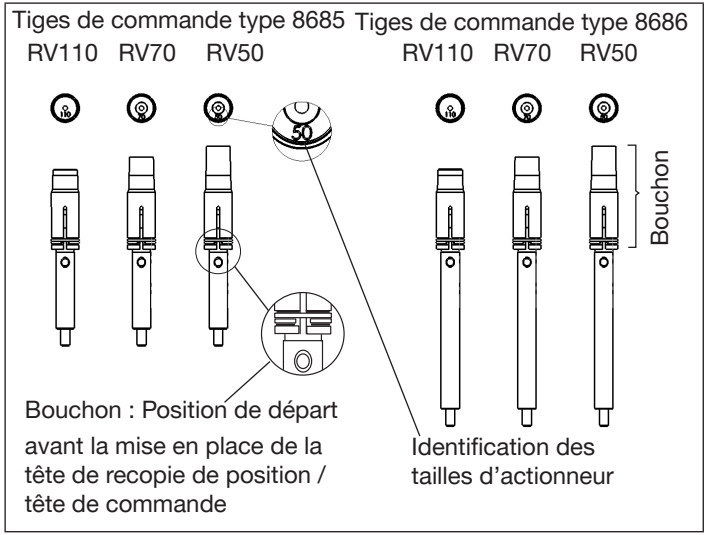

Fig. 7: Identification de la tige de commande
- Utiliser uniquement des tiges de commande adaptées à la taille d'actionneur. L'identification de la taille d'actionneur (RV50, RV70, RV110) qui convient pour les tiges de commande est gravée sur l'avant du bouchon en PVC (voir « Fig. 7 »).
→ Sélectionner la tige de commande qui convient pour la taille d'actionneur (voir « Fig. 7: Identification de la tige de commande »).
- Les bouchons doivent être en position de départ. Si ce n'est pas le cas, mettez les bouchons en position de départ (voir « Fig. 7 »).